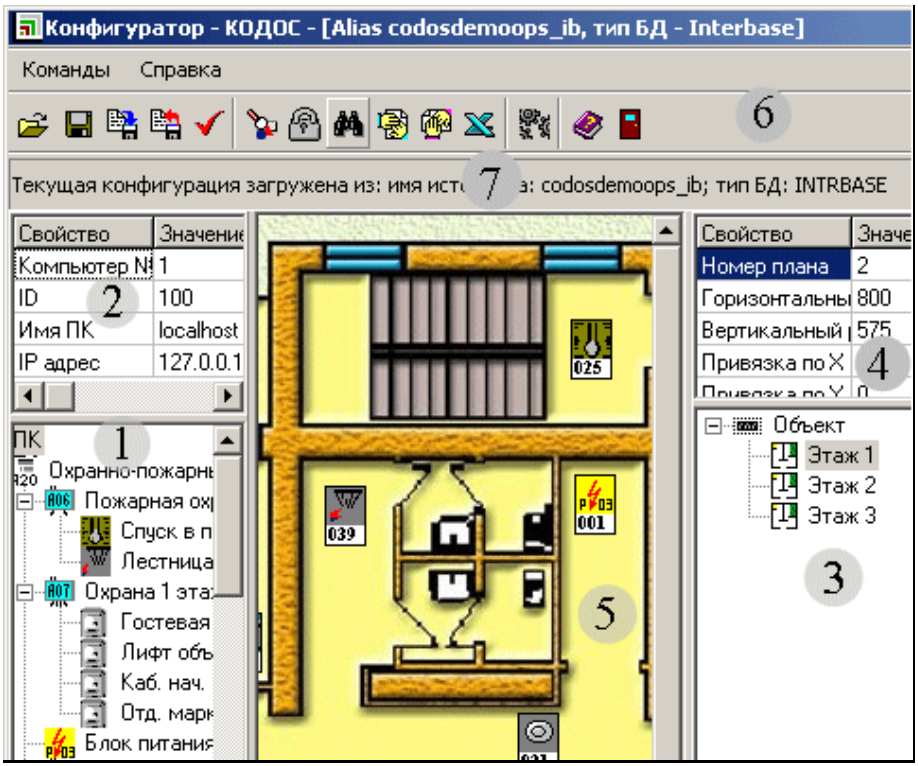

**Рисунок 55 – Основное окно программы**
Информация о выделенном таким образом элементе выводится на специальную панель **«Информация об элементе списка устройств по подключению»** (рисунок 58), расположенную над древовидной структурой устройств системы (см рисунок 55, поз. 2). Информация о текущем элементе выводится в виде таблицы. Состав и содержимое этой таблицы зависят от типа элемента, выделенного в списке устройств. Панель информационная, и изменять в ней ничего нельзя.
Это меню позволяет добавить дочерний план; привязать графическое изображение, которое будет отображаться на панели «**План выбранного помещения**» (рисунок 55, поз. 5); удалить план вместе со всеми дочерними планами, получить *контекстно-зависимую справку* и т.п. Подробности работы со списком планов описаны далее в этом разделе.
Одинарный щелчок мыши по элементу списка планов делает этот элемент «*активным*». Активный элемент подсвечивается контрастным фоном. Информация о выделенном элементе выводится на специальную панель **«Информация об элементе списка планов помещений»** (рисунок 61), расположенную над древовидной структурой планов (см. рисунок 55, поз. 4).
**Статусная панель** (см. рисунок 55, поз. 7) сообщает администратору системы сведения о загруженной в данный момент конфигурации.